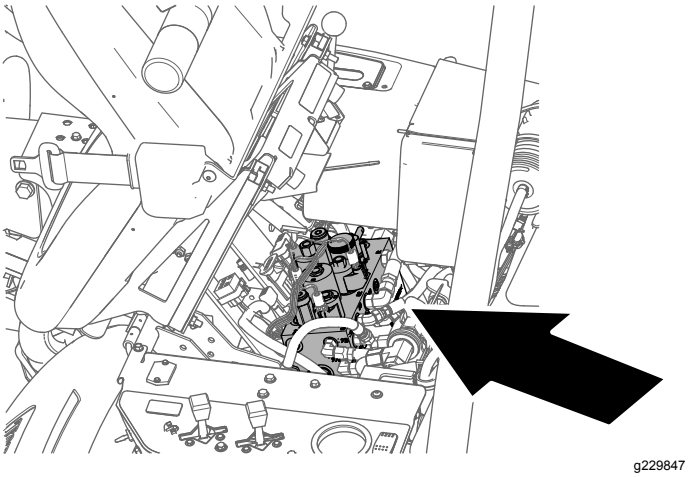

Figuur 65
2. Kantel de bestuurdersstoel naar voren en ondersteun hem met de steunstang (Figuur 65).